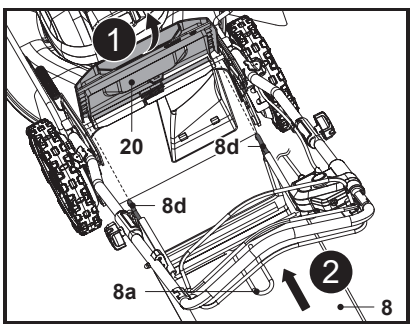

Fig. 6
3. Ouvrir le déflecteur arrière (20) et le maintenir ouvert (Fig. 6, étape 1).
4. Transporter le bac de ramassage (8) par sa poignée de transport (8a).
5. Aligner les deux crochets du bac de ramassage (8d) sur la tige et y accrocher le bac de ramassage (8) (Fig. 6, étape 2).
6. Ensuite, dégager soigneusement le déflecteur arrière (20).